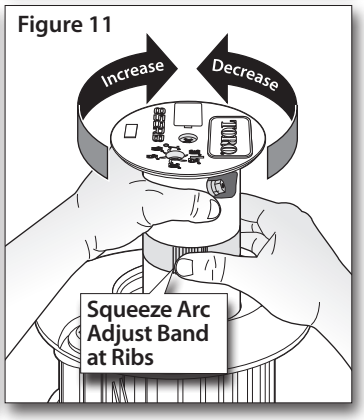
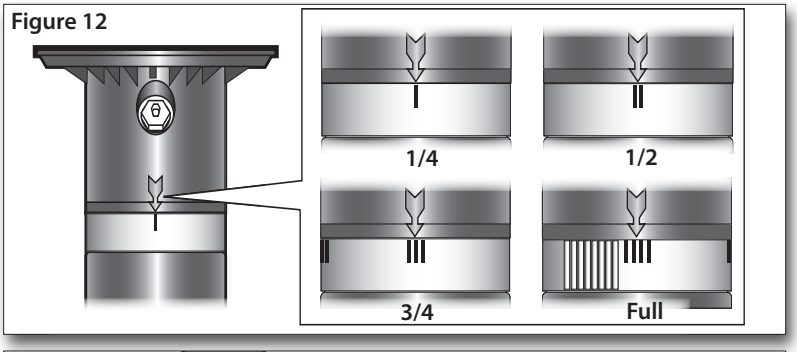

Figure 11
Figure 12
5. Squeeze and hold the arc adjust band at the ribbed section. Rotate the nozzle turret in either direction to the desired right limit, then release pressure on adjustment band. See **Figure 11**.
1. Squeeze the ribbed area of the arc adjustment band (see **Figure 11**), then rotate the band to align the desired indicator with the arrow indicator on the side of the nozzle turret (directly below the back nozzle). See **Figure 12**.